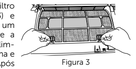

Figura 3
2. Pressione ligeiramente a trava do filtro de ar (figura 3), para desencaixá-lo do lugar.
3. Segure e puxe o filtro para fora (figura 3) e retire a sujeira com um aspirador de pó. Se a sujeira for evidente, limpe-o com água morna e detergente neutro. Após a limpeza seque-o à sombra.